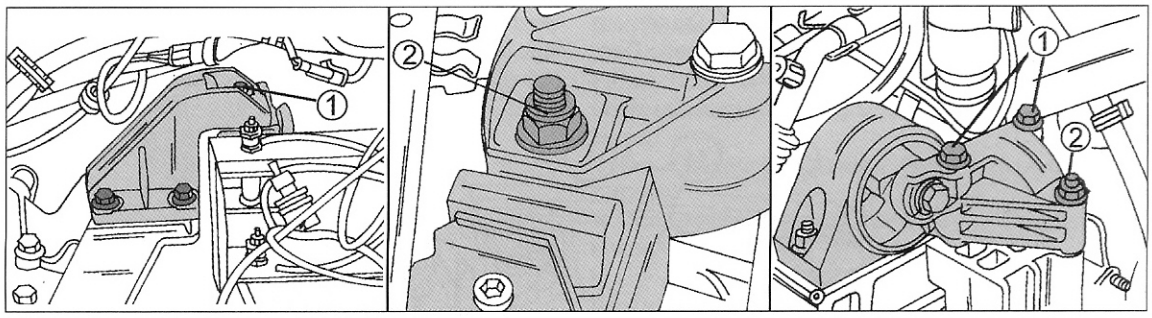
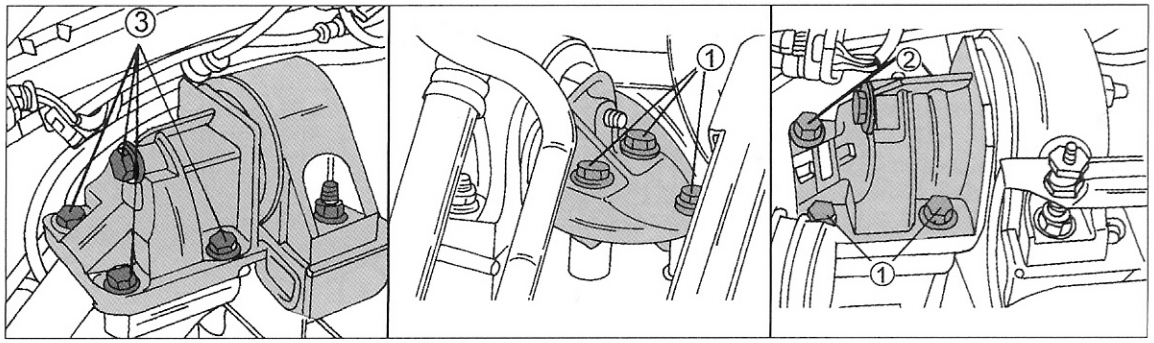
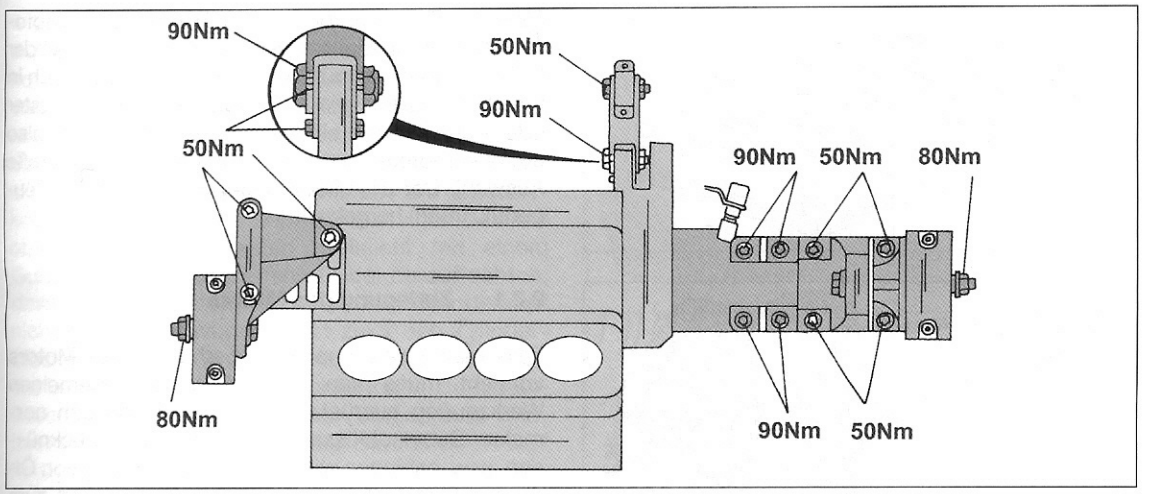

Bild 34
Bild 35
Bild 36
- Bei einem 2.8 D oder 2.8 TDi die Mutter (1) und die Mutter (2) in der linken und mittleren Ansicht von Bild 34 entfernen.
- Bei einem 2.8 HDi die Schrauben (1) und die Mutter (2) in der rechten Ansicht von Bild 34 entfernen. Scheibe unter der Mutter abnehmen. Ebenfalls bei diesem Motor die Schrauben (3) in der linken Ansicht von Bild 35 herausdrehen.
- Bei einem 2.0-Liter-Motor die drei Schrauben (1) in der mittleren Ansicht von Bild 35 herausdrehen und danach die vier Schrauben (2) auf der anderen Seite lösen.
- Nachdem das Triebwerk wieder in seinen Aufhängungen sitzt die Motoraufhängungen anziehen. Diese sind in Bild 36 an einem typischen Beispiel gezeigt. Die folgenden Angaben beziehen sich jedoch auf Bilder 34 und 35: Die Mutter (1) und (2) in der linken und mittleren Ansicht von Bild 34 mit 80 Nm anziehen, die Schrauben (1) bis (3) in Bild 34 rechts und 35 links mit 80 Nm anziehen, beim 2.0-Liter-Motor die drei Schrauben (1) in Bild 35, Mitte mit 50 Nm und die vier Schrauben (2) mit 80 Nm anziehen.